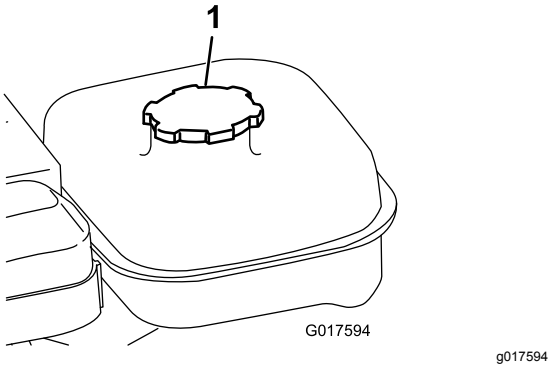

Rysunek 21
1. Oczyść obszar wokół korka wlewu paliwa i odkręć korek (Rysunek 21). Napełnij zbiornik paliwa do wysokości nie wyższej niż poziom dna sita filtra.